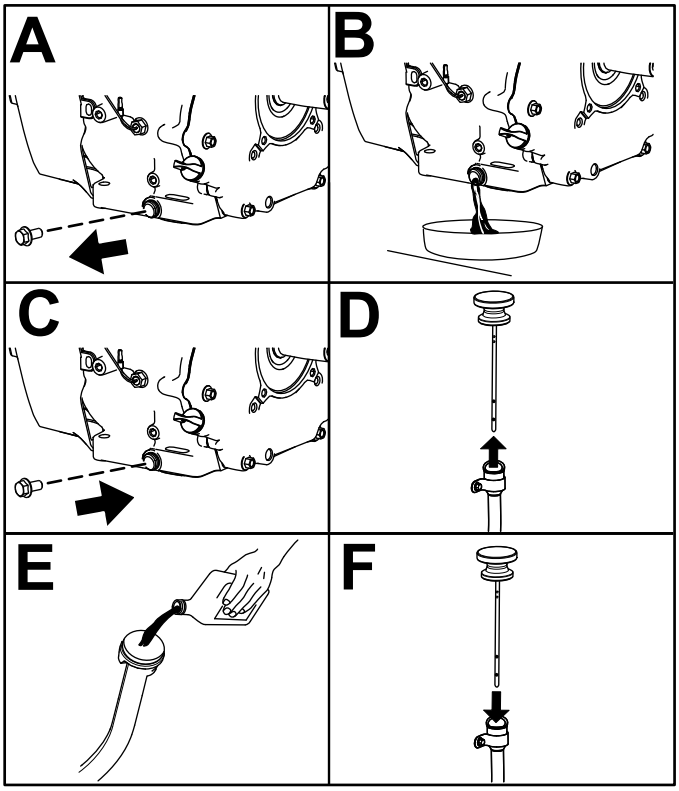

Figuur 42
6. Ververs de motorolie zoals wordt getoond in Figuur 42.